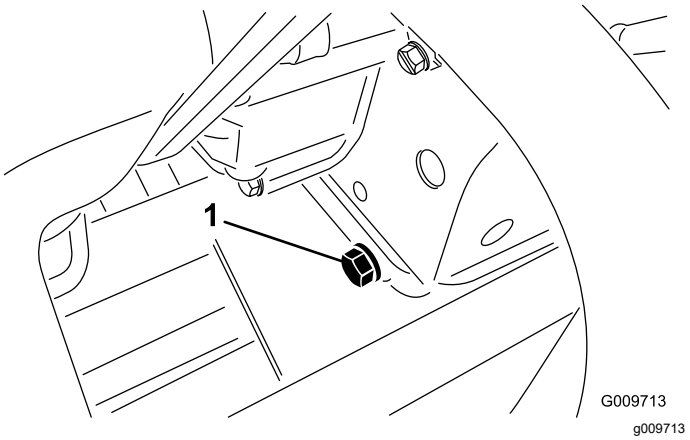

Figur 52
1. Fjern tappepluggen (Figur 52) og la oljen renne ut i et tappefat. Når oljen slutter å renne, setter du tappepluggen på igjen.